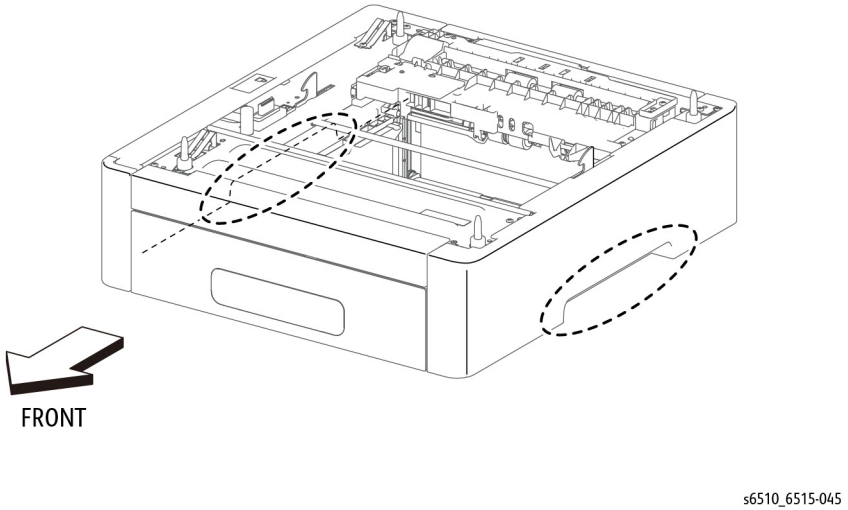

Figure 1 Locations to Hold the 550 Option Feeder
3. Referring to Figure 1 for locations to hold the 550 Option Feeder Assembly, turn over the 550 Option Feeder Assembly.